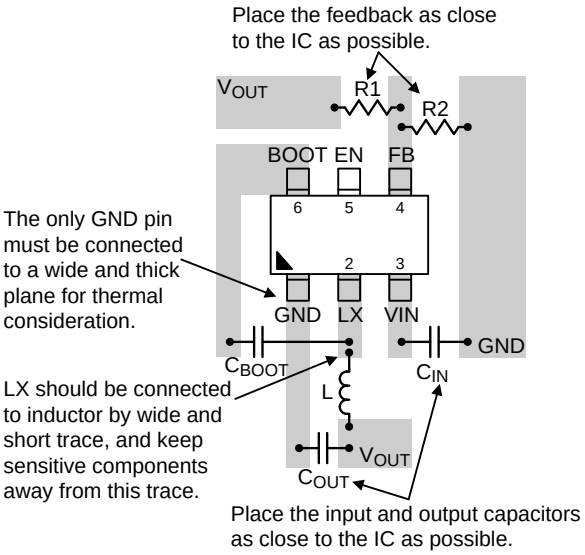

Figure 8. PCB Layout Guide
- An example of PCB layout guide is shown in Figure 8 for reference.